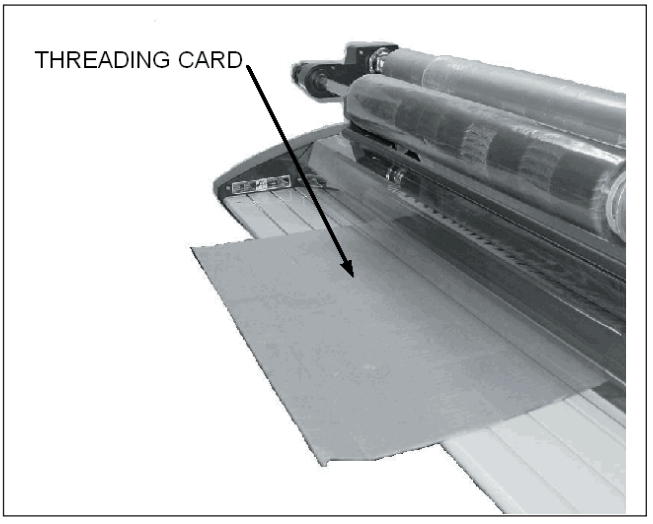

Fig. 17
15. Slide the threading card between the feed tray and the film web lying on the tray, and gently push the threading card into the nip area of the main rollers (Fig 17).